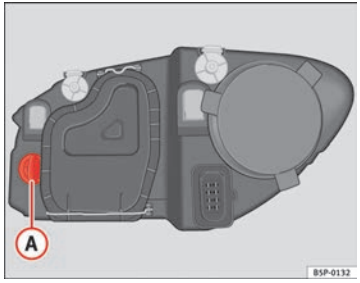

Fig. 184 Turn signal
– Rotate the bulb holder ⇒ fig. 184 (A) to the left and pull.